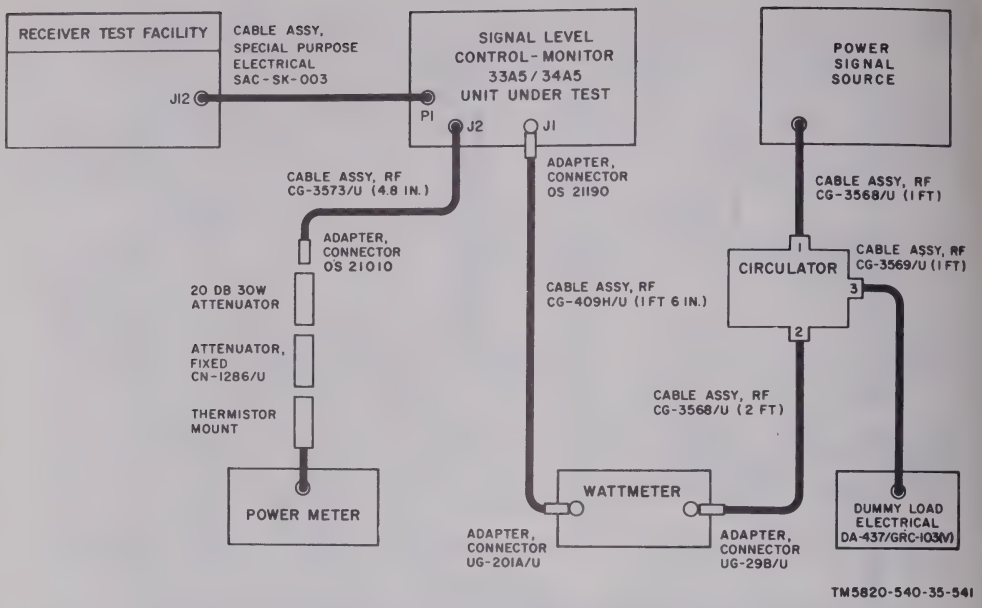

Figure 4–262. Signal level control-monitor 33A5 or 34A5 isolation check, test setup.
1. High signal alarm lamp does not light	*a.* Check the rf signal level at the junction of 33/34A5CR1 (fig. 4–263) and A1 of 33/34A5A1 (fig. 4–264) using the allocated rf voltmeter to ascertain that signal is present to "switch on" the alarm control subassembly. This level should be 0.4 volts rms. Check components and replace if required. *b.* Check the voltage on transistors (fig. 4–265) as established in *d* below. Investigate any abnormal indication. Replace defective components. *c.* If Q1 dc base voltage requirement is not met check for defective pin 33/34A5CR1 (fig. 4–263) and/or RF limiter A1 of 33/34A5A1 (fig. 4–264).
d. Voltage and Resistance Measurements (fig. 4–264).